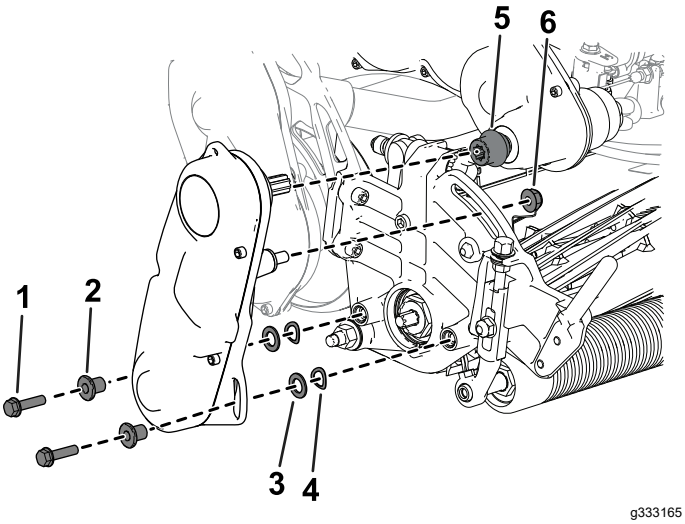

Figur 46
6. Brug de tidligere afmonterede unbrakoskruer, spændeskiver og afstandsbøsninger til at fastgøre knivcylinderdrevet på klippeenhedens sideplade (Figur 46).
Sørg for, at knivcylindersamlingens drivaksel er monteret på transmissionens drivakselkobling (Figur 46).